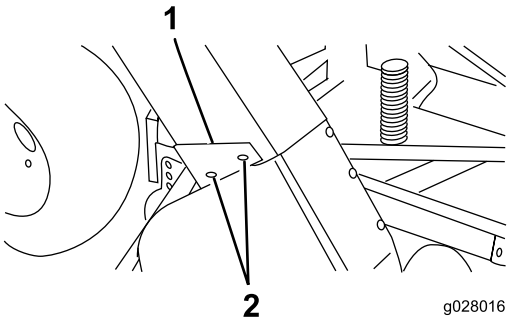

Figura 19
4. Fate scorrere la guida di scarico sull'apertura del soffiatore e sui perni di montaggio (Figura 19).